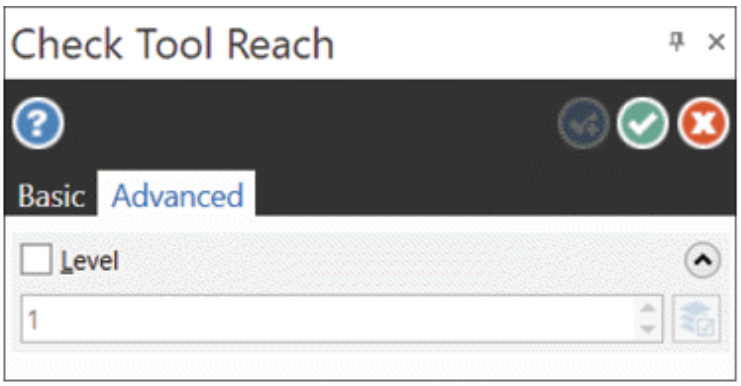

Figure-47. Advanced tab of Check Tool Reach Manager
- Click on the **Advanced** tab in the **Manager** to specify level on which the results of analysis will be saved; refer to Figure-47.